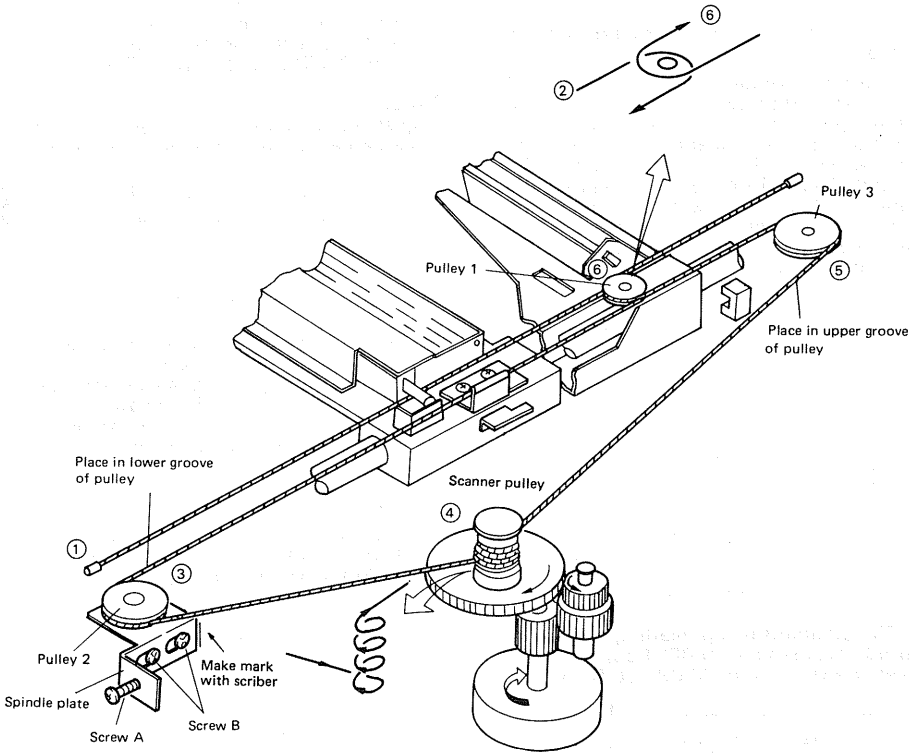
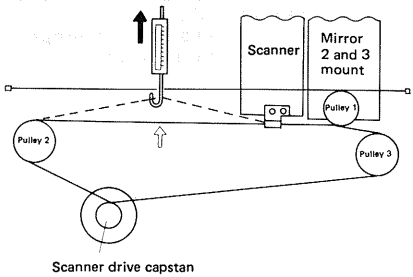

Figure 2-6
Figure 2-7 Top view
Move mirror 1 mount to the HOME position (start position). As shown Figure 2-7, pull at point (A) (approximate center) of the free cable with a spring balance so that the wires touch each other. If the reading on the spring balance is not about kg, turn screw A of Figure 2-6 to achieve this reading.